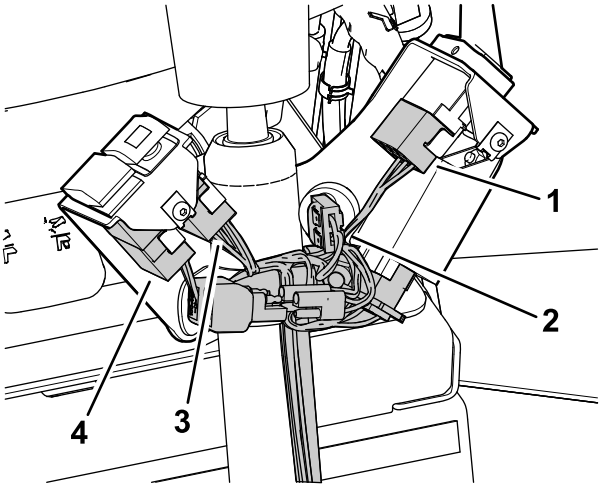

図 28
15. ハーネスの各コネクタを、フラッシャモジュール、ホーン、方向指示器、ハザードスイッチのコネクタに接続する図 28。